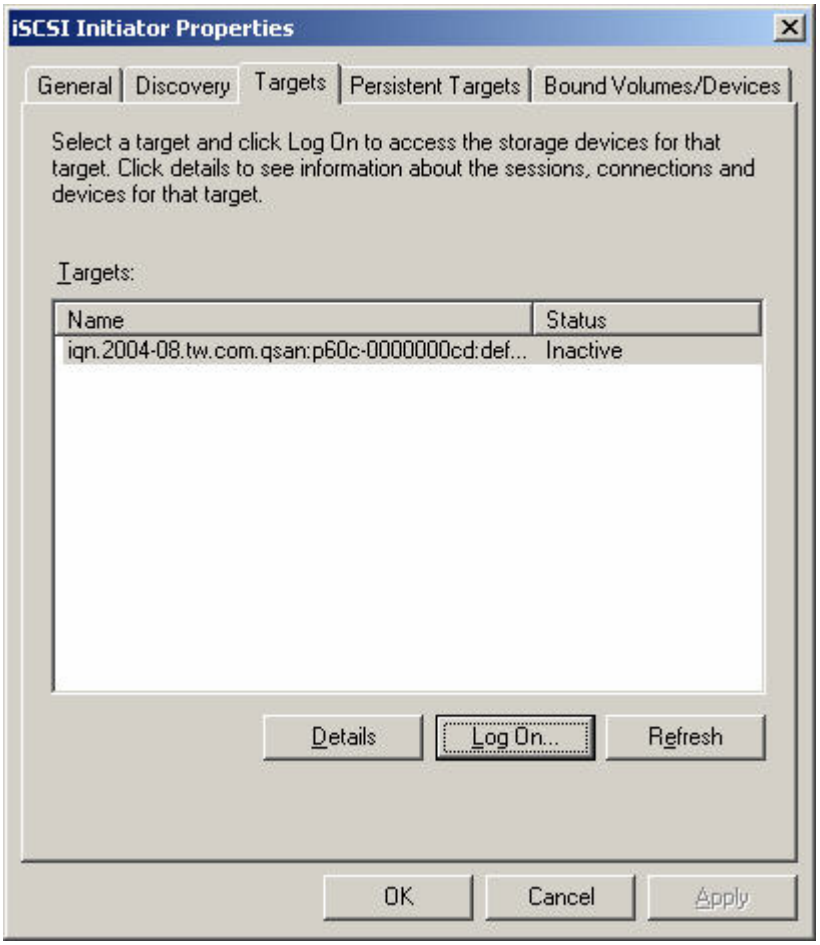

Figure D.4
5. Click **"Targets"**. Please see Figure D.4.